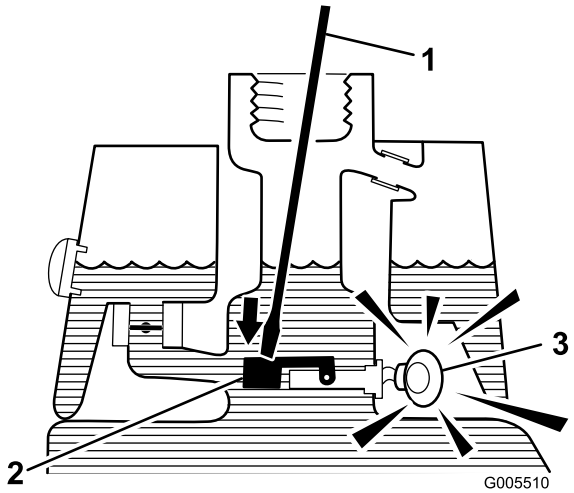

Figur 26
3. Sæt en ren stang eller skruetrækker ind i tankens studs, og tryk ned på svømmerkontakten (Figur 26). Alarmen bør lyde efter et sekunds forsinkelse.